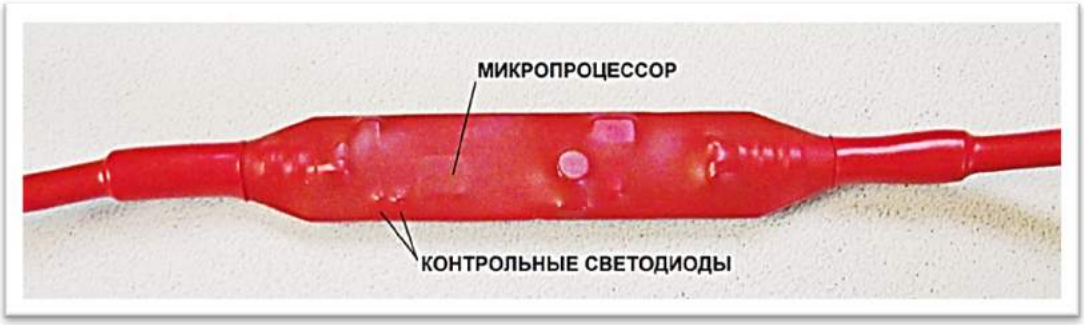

Рис.7. Внешний вид узлового контроллера КХ “ProCab”.
1.2.12. Узловые контроллеры объединяют кабельные хвосты в информационную сеть последовательного включения (рис.7). УК обеспечивают трансляцию данных к блоку обработки, измерения, передачу и защиту данных датчиков, расположенных в кабельном хвосте. Датчики *в пределах кабельного хвоста* подключены по индустриальной шине 1-wire.